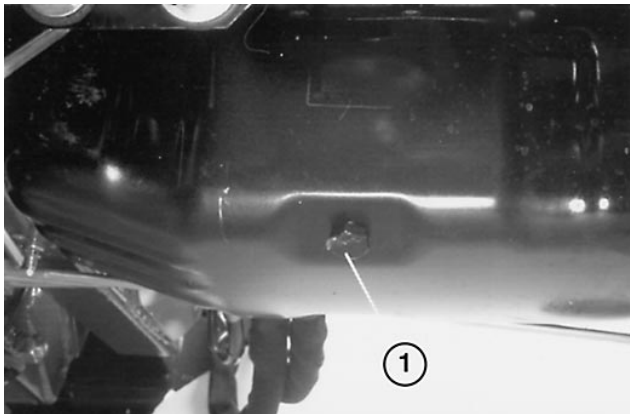

Afbeelding 35
2. Plaats de opvangbak precies onder de aftapplug (Afb. 35). Maak de omgeving van de aftapplug schoon.